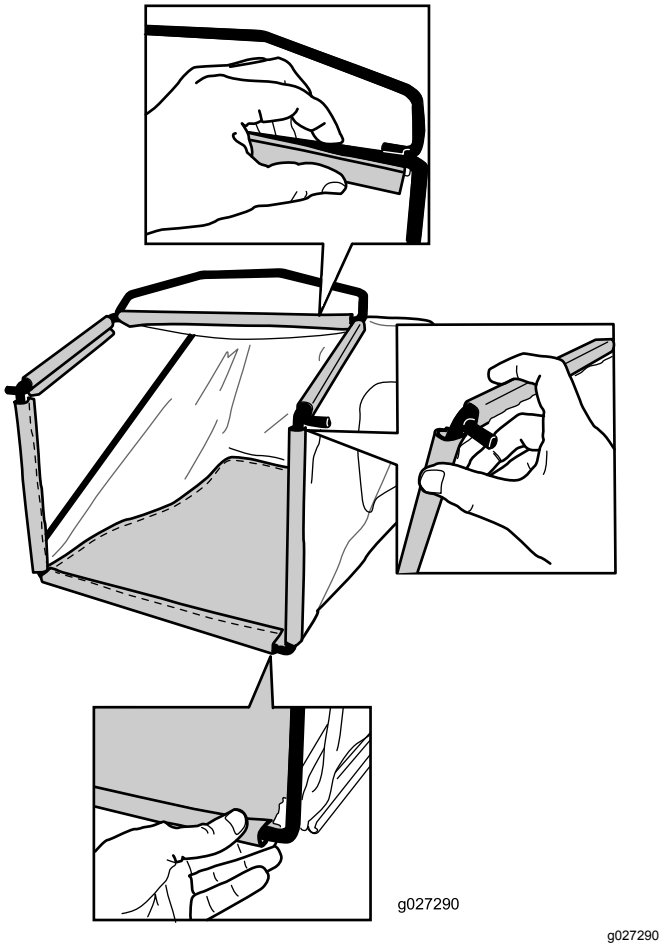

Figuur 10
2. Haak het onderste kanaal van de grasvanger over de onderzijde van het frame (Figuur 10).
3. Haak het bovenste en de zijkanalen van de grasvanger achtereenvolgens over de bovenzijde en de zijkanten van het frame (Figuur 10).